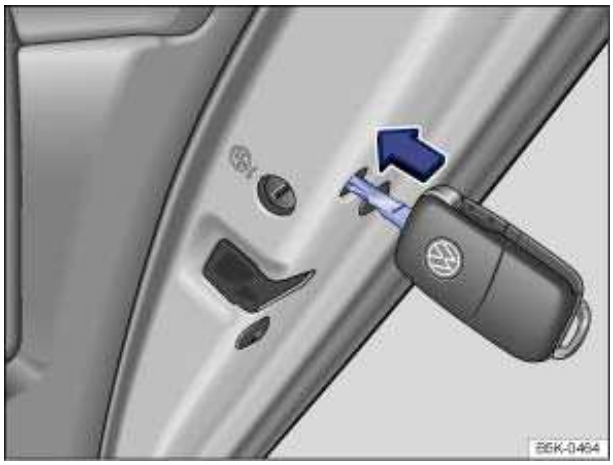

Fig. 150 On the front side of the right rear door: Manual vehicle locking with the key bit in the vehicle key.
- Insert the key bit into the slot and turn ⇒fig. 150. If there is a colored lever instead of a slot, press the colored lever forward.